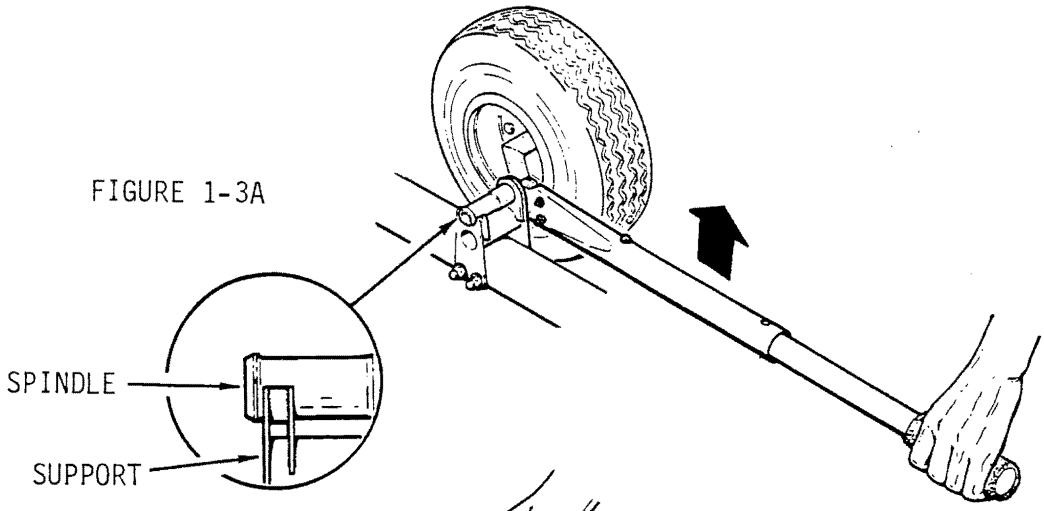

FIGURE 1-3A
b) Make sure that the protruding spindle is all the way in with the widened end completely past the inside of the support (see Figure 1-3A).